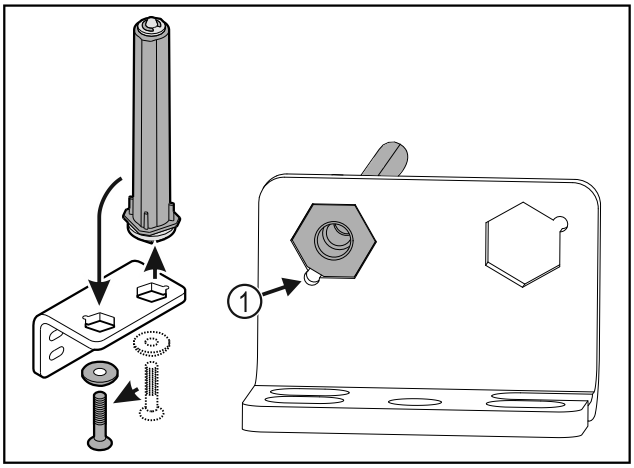

Fig. 27
▶ Lors de l'insertion de l'axe, veiller à ce que son chanfrein *Fig. 27 (1)* soit du côté du trou rond.